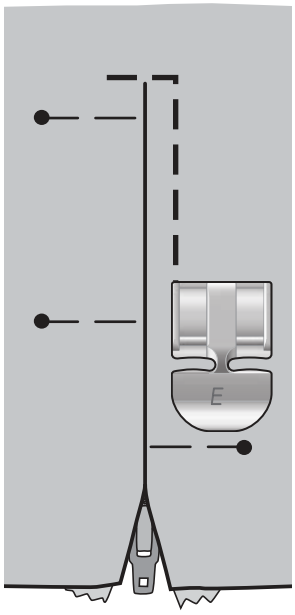

Abb. 2
4. Am unteren Reißverschlussende zu nähen beginnen, Stoff drehen und dann die rechte Seite des Reißverschlusses nähen (s. Abb. 2).